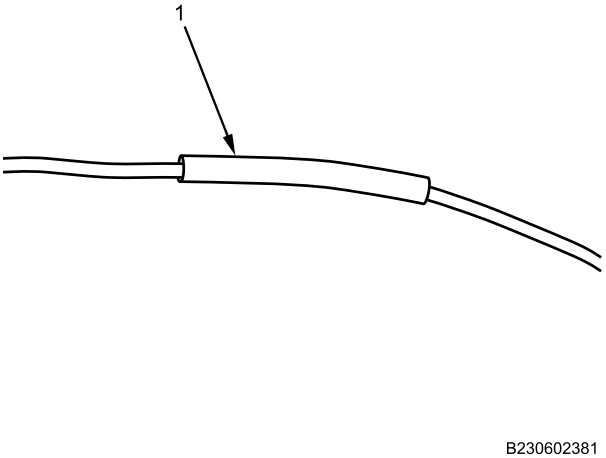

Figure 5. Heatshrink Tubing.
6. When solder is cool, slide heatshrink tubing (Figure 5, Item 1) over repair. Apply heat evenly with a heat gun, moving back and forth from one end of the tube to the other. Apply heat 360 degrees around the tubing for a secure seal.